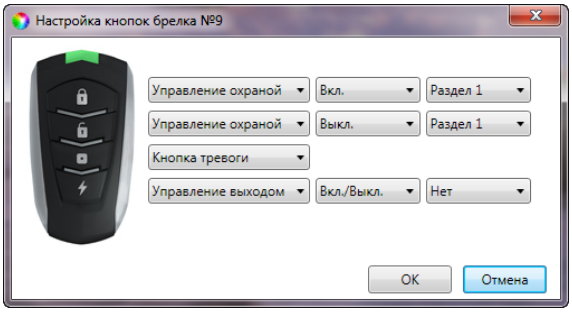

Рисунок 7.10 – Настройка кнопок брелока
4. Нажмите кнопку ОК, чтобы сохранить назначенные функции (см. рисунок 7.10).